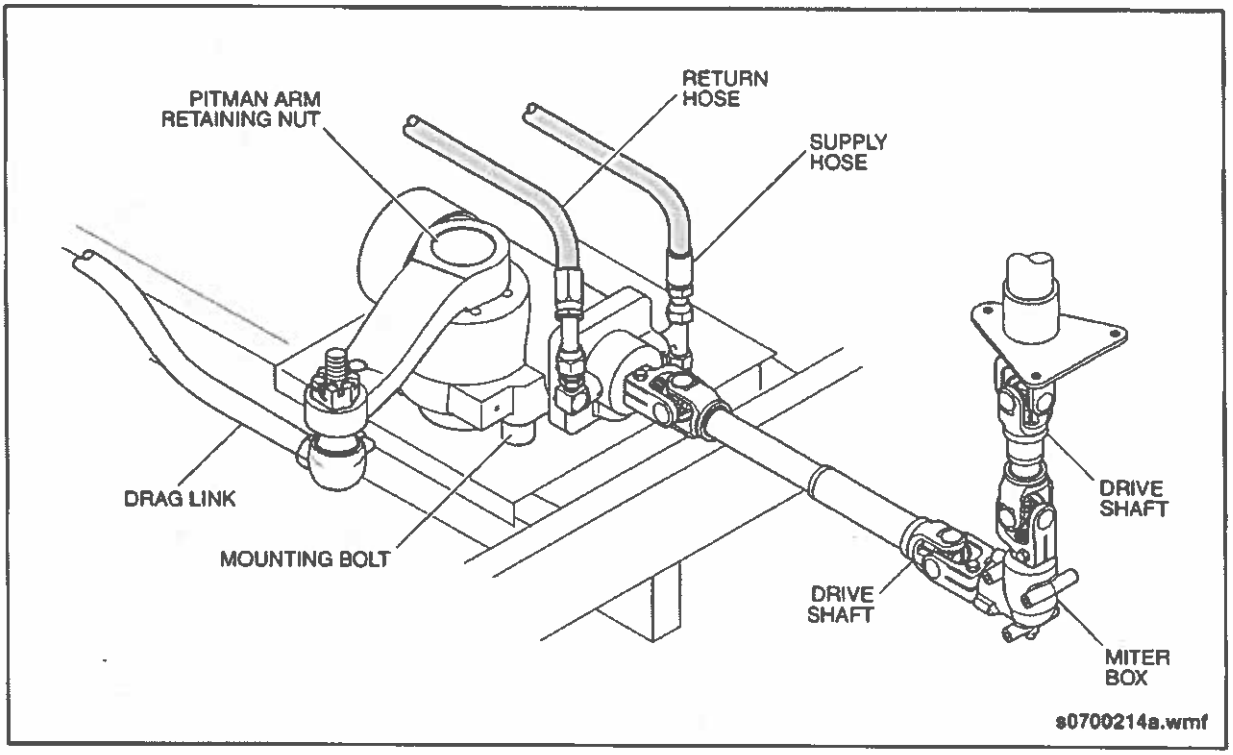

Fig. PM-3: Steering Gear Inspection
- ☐ Visually inspect all steering components for any evidence of damage. See "Fig. PM-3: Steering Gear Inspection" on page 17.